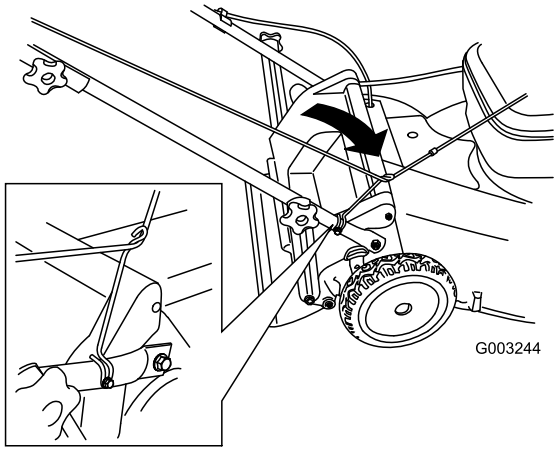

Figura 23
3. Pase la cuerda del arrancador alrededor de la guía de cuerda inferior (Figura 23).